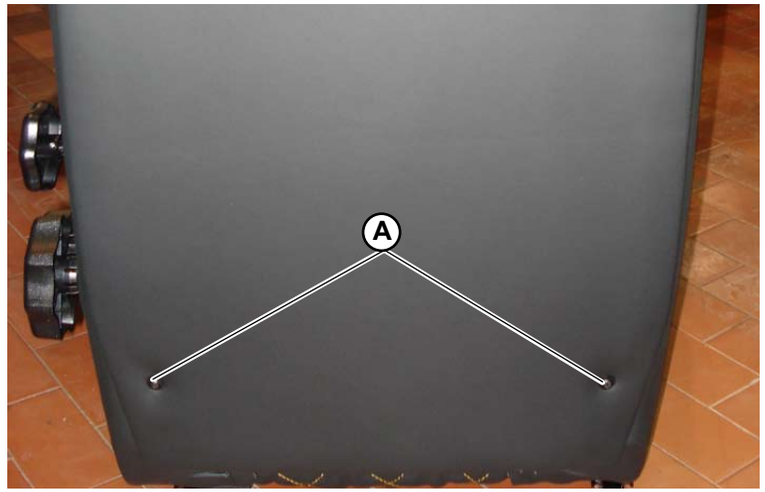

Fig.3
1. Unscrew the two screws (**A-Fig.3**) located at the lower part of the panel.